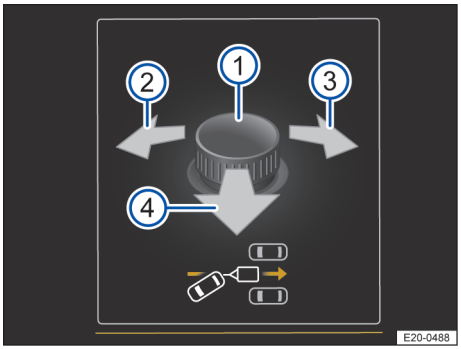
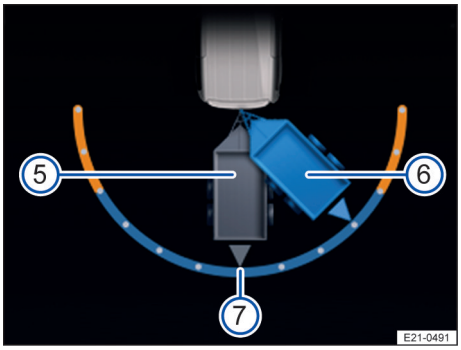

Fig. 136 Sur l'afficheur du combiné des instruments : réglage de l'angle de la remorque via la commande du rétroviseur extérieur
Fig. 137 Sur l'afficheur du combiné des instruments : réglage du sens de la marche de la remorque
4. Inclinez la commande jusqu'à ce que la position souhaitée soit atteinte → fig. 136 ①. Pour vous permettre de vous orienter, l'attelage est représenté dans sa position actuelle sur l'afficheur du combiné des instruments → fig. 137 ⑤.
6. Rectifiez si nécessaire l'angle à l'aide de la commande → fig. 136 ①.
7. Poussez la commande vers la gauche ② ou la droite ③ pour déterminer le sens de la marche.
8. Tirez la commande vers l'arrière ④.